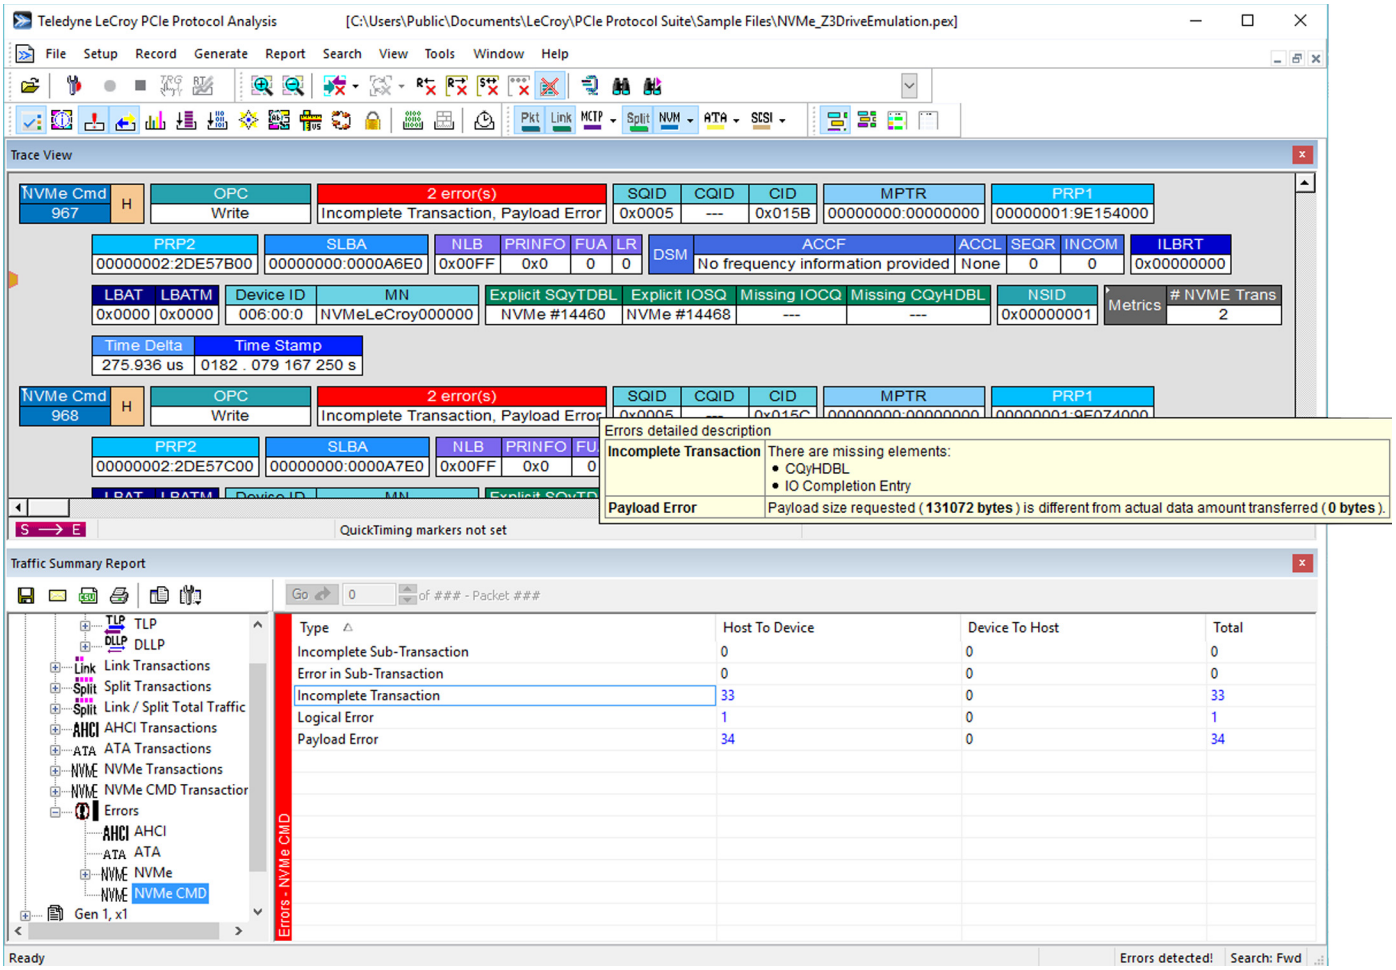

Figure 10.14: NVMe CMD Error -> Incomplete Transaction with Tooltip
3. Incomplete Transaction: One (or more) of a transactions steps are missing, example shows a transaction missing the doorbell and the preceding one that has all the transaction steps. See Figure 10.14.